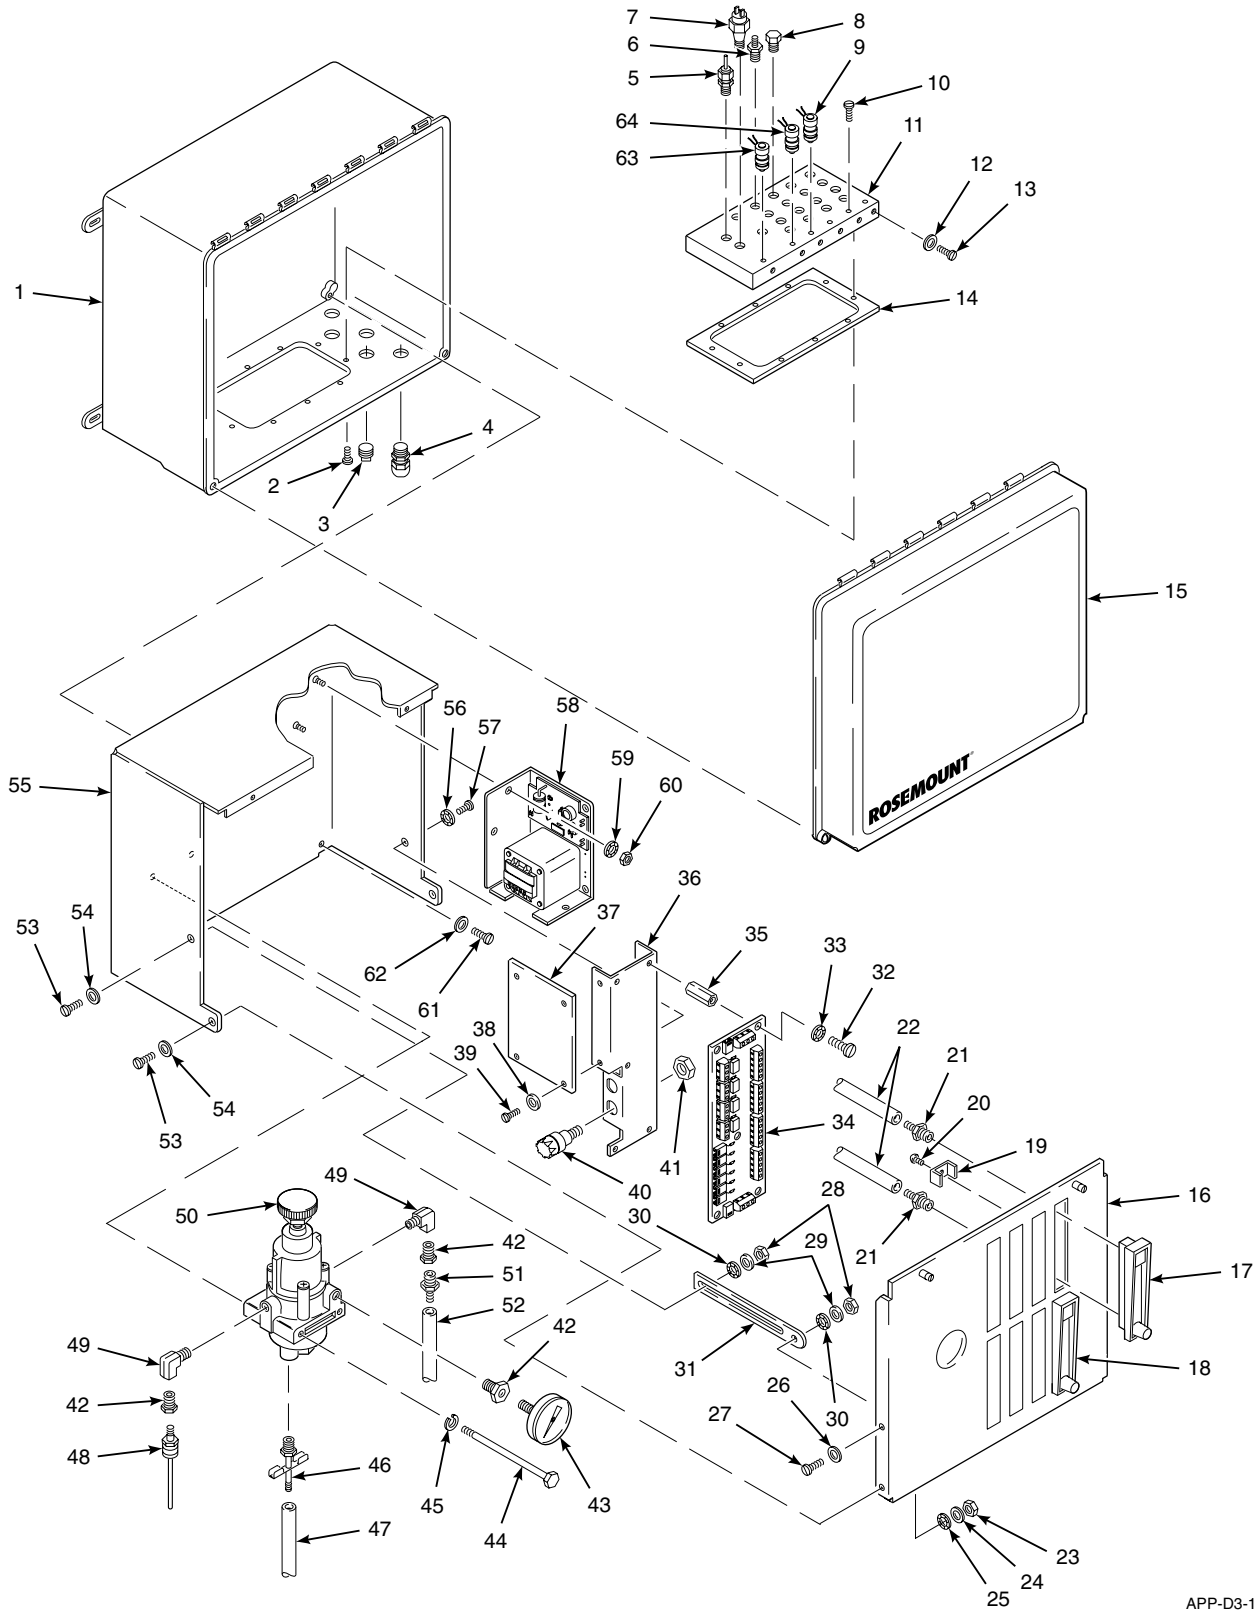

Figure D-6. Multiprobe Test Gas Sequencer, Exploded View
Power supply (58, Figure D-6) contains two identical fuses. Perform the following procedure to check or replace a fuse.
b. Loosen two captive screws holding the MPS cover (15, Figure D-6). Open the MPS cover.
c. Loosen two captive screws holding the inner cover (16). Lower the inner cover.
d. Disconnect the 24V connector from J11 on the termination board (34).
e. Remove two screws (39) and washers (38) holding the terminal cover (37). Remove the terminal cover.
f. Tag and remove wires from terminals 1 and 4 or 5 of the transformer in the power supply (58).
g. Remove two nuts (60) and washers (59) from the screws holding the power supply (58). Remove the power supply.
h. Mount the new power supply onto the screws with two nuts (60) and washers (59). Make sure the ground wires are connected to the upper mounting screw.
j. Install the terminal cover (37) with two screws (38) and washers (39).
k. Connect the 24V connector to J11 on the termination board (34).
l. Close and secure the inner cover (16) with two captive screws. Close and secure the outer cover (15) with two captive screws.
An MPS 3000 will always have a HI GAS solenoid (63, Figure D-6) and a LOW GAS solenoid (64) mounted to the manifold (11). Each probe will also have a solenoid valve (9) mounted on the manifold.
d. Disconnect the HI GAS (J17), LOW GAS (J18), or Probe (J13-J16) plug from its receptacle on the termination board (34).
f. With a spanner wrench or padded pliers, remove the remaining part of the solenoid from the manifold (11).
i. Connect the plug to the proper receptacle on the termination board (34).
j. Close and secure the inner cover (16) with two captive screws. Close and secure the outer cover (15) with two captive screws.
Pressure regulator (50, Figure D-6) is factory set to 138 kPa (20 psi). Should the pressure need to be changed or adjusted, use the knob on top of the pressure regulator.